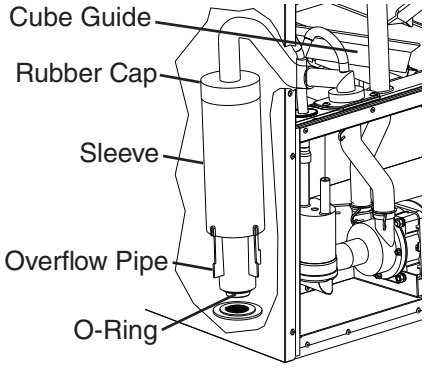

Fig. 17
14) Remove the rubber cap and sleeve covering the overflow pipe. See Fig. 17. Unscrew the overflow pipe.